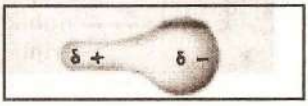

Fig. 13. Legatura covalentă polară (orbital molecular asimetric)
– **polară** – se formează între atomi diferiţi de nemetale: perechea de electroni a legăturii este atrasă mai mult de atomul cu caracter mai electronegativ; orbitalul molecular este asimetric şi apar astfel sarcini fracţionare: $\delta+$ la atomul mai puţin electronegativ şi $\delta-$ la atomul mai electronegativ (fig. 13).